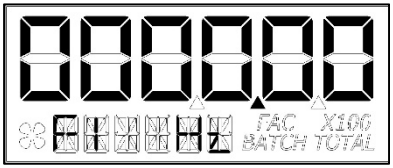

**Figure 32-2**
The software will read the existing K-factor table from the computer and will display the first frequency on the top row (see Figure 32-2) with the left most character in focus to indicate the user can change the value. Minimum frequency value allowed is 0.25 Hz and the maximum allowable frequency value is 3000.00 Hz. The decimal point for the frequency value is fixed.
**NOTE:** Entering all zeros (see Figure 32-2) will store the value as a minimum frequency (0.25 Hz).